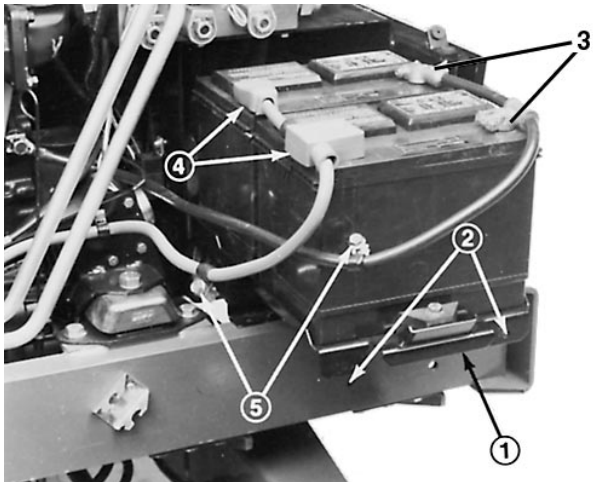

Afbeelding 2
2. Verwijder de tapbouten waarmee de accubak vastzit, en schuif de bak naar buiten (Afb. 2).
4. Maak de kabels naar de min (–) polen van de accu's los (Afb. 2). Sluit een acculader van 3 tot 4 amp. op de bevestigingspunten. Laad de batterijen bij een sterkte van 3 tot 4 amp. gedurende 4 tot 8 uur.